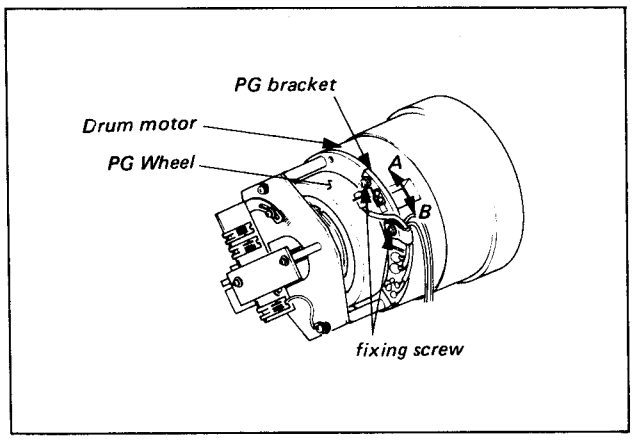

Fig. 9-7.
① Set the R129 on the SYNC PULSE board to the mechanical center position.
② Turn power off. Loosen the two securing screws shown in Fig. 9-7., enough to shift the PG Bracket.
③ Turn power on again. Play pack the Alignment Tape (BR5-2/BR5-2PS/BR5-2PM), then move the PG Bracket toward "A" or "B", while pressing it toward the PG Wheel, until the phase difference is within the specification described in step 5. Refer to Fig. 9-7.